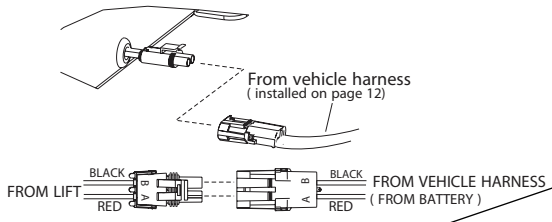

Figure 26-2
7. Connect to vehicle harness. *[Figure 26-2]*